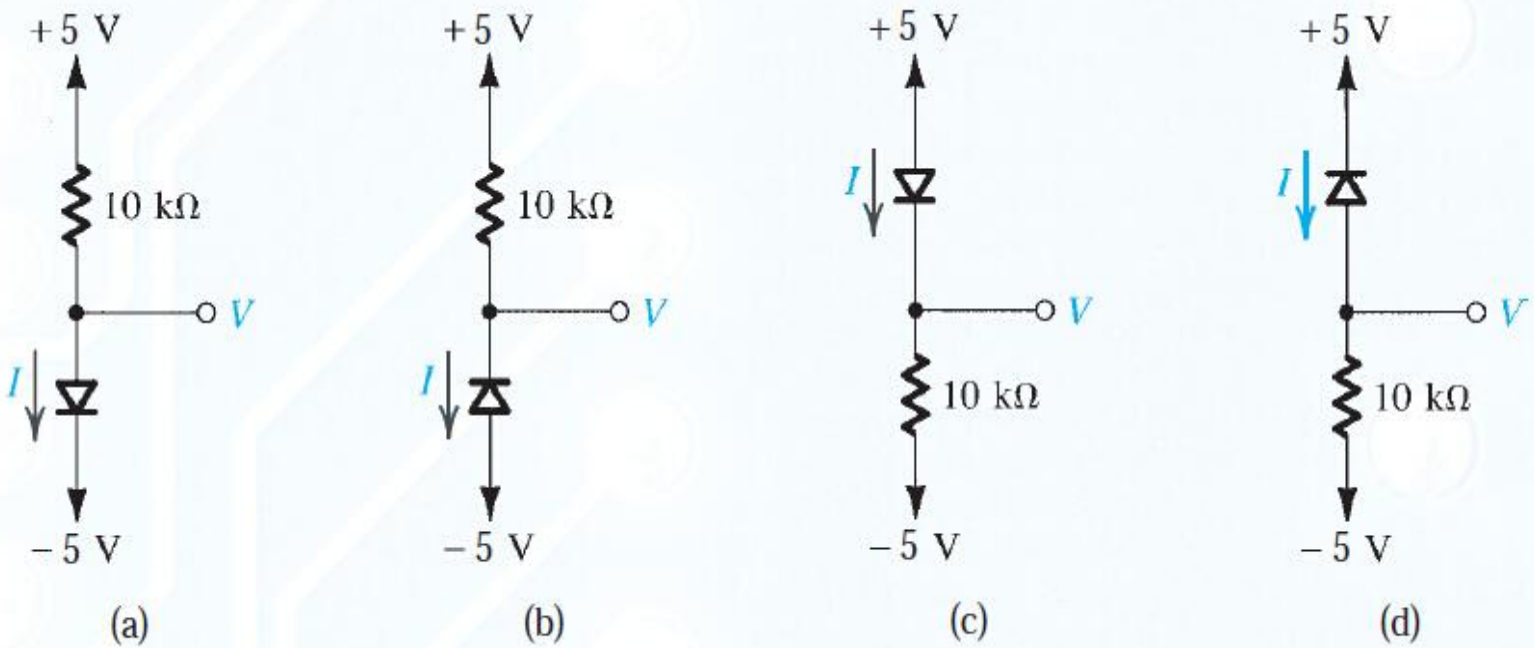

Figure P4.2
4.2 For the circuits shown in Fig. P4.2 using ideal diodes, find the values of the voltages and currents indicated.